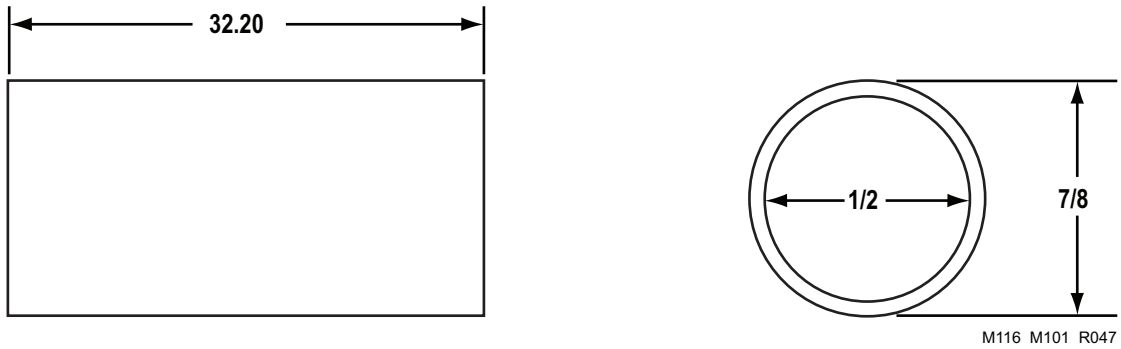

Figure 8. Drawbar Clamp Spacer (M101A2 and M116A2).
2. Cut to length (Figure 8). Remove burrs.